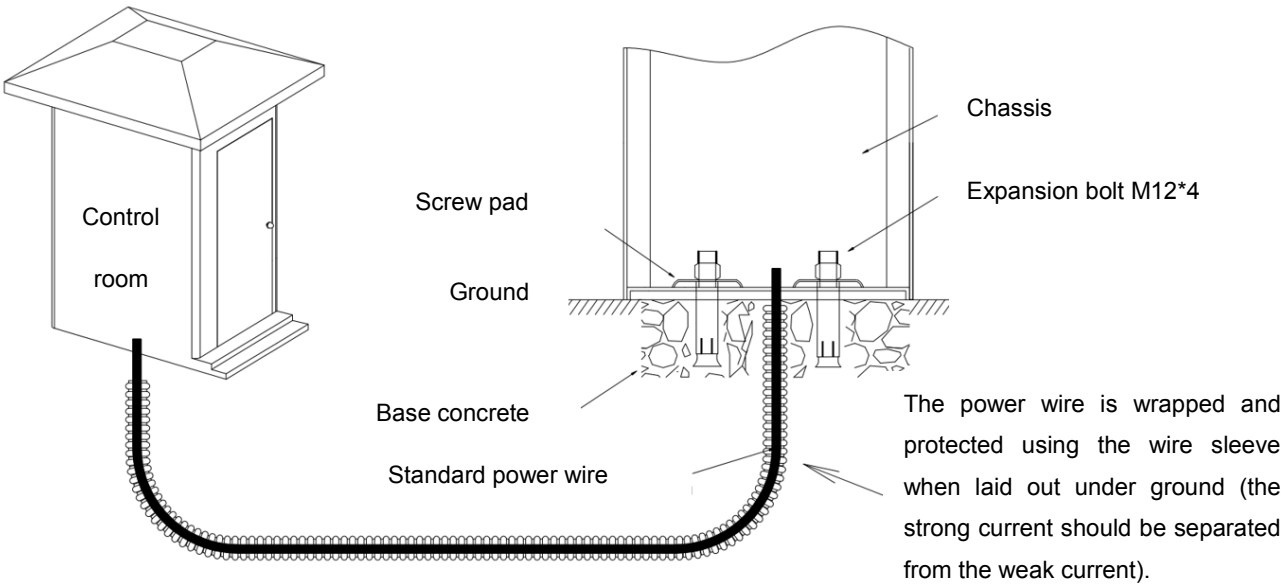

Figure 1-1
3) Use a tool to open a cable tray on the ground, as shown in figure 1-1.